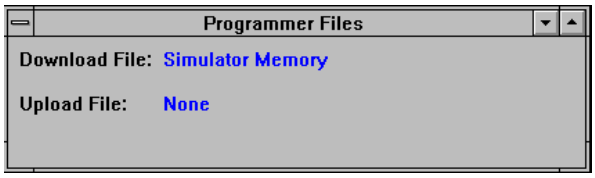

**Figure 6-22. Programmer Files Window**
- **Files Window:** The Programmer Files window (Figure 6-22) identifies the filename of the download and upload files.